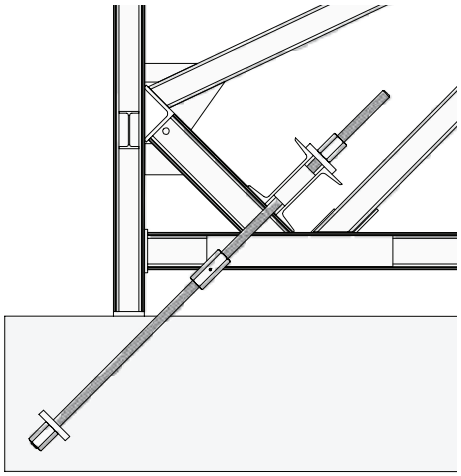

Abb. 10.4
- Mit Ankerstab DW 26,5 oder DW 20 und Ankerriegel 80 oder 245 (Abb. 10.4)